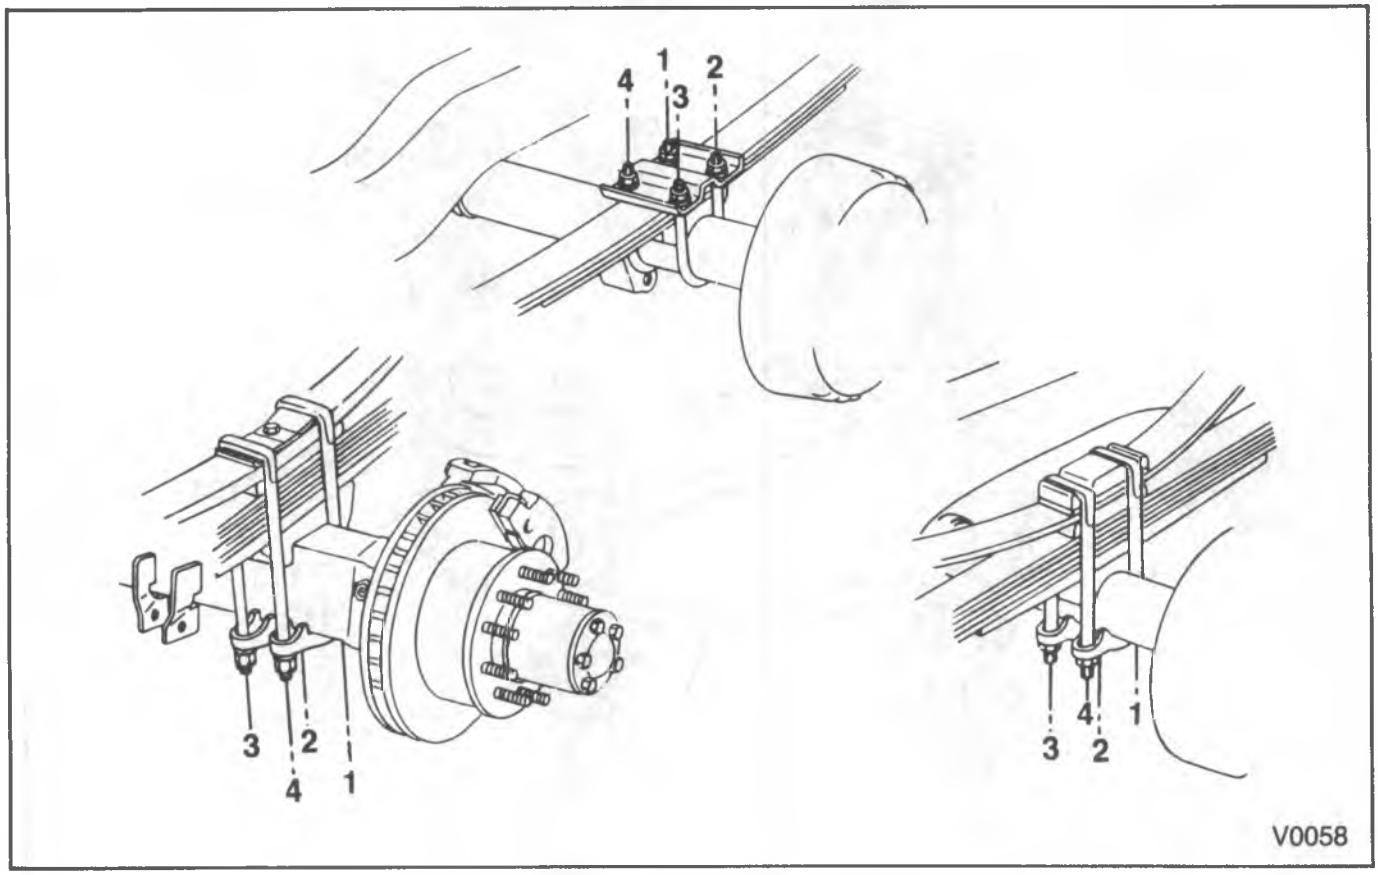

Figure 7—Spring to Axle Tightening Sequence
- Nuts (22) in the sequence as shown in Figure 7, initially to 25 N•m (18 ft. lbs.). Then, final torque in the sequence as shown in Figure 7 to the "Specifications" at the end of this section.
4. Shackle (6) to the leaf spring (10).